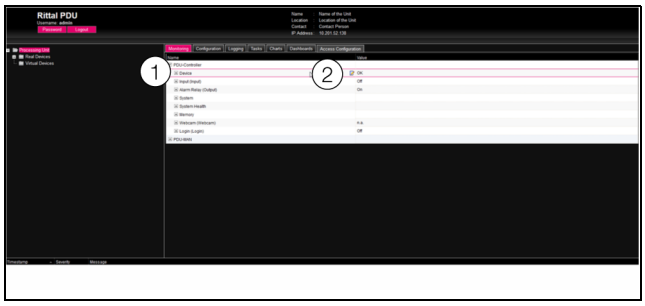

Abb. 57: Auswahl mehrerer Parameter
- Klappen Sie nur den Eintrag „PDU-Controller“ aus, indem Sie auf das „Plus“-Zeichen vor diesem Eintrag klicken (Abb. 57, Pos. 1).
- Setzen Sie den Mauszeiger an das Ende der ersten Spalte in der Zeile „Device“ (Abb. 57, Pos. 2).